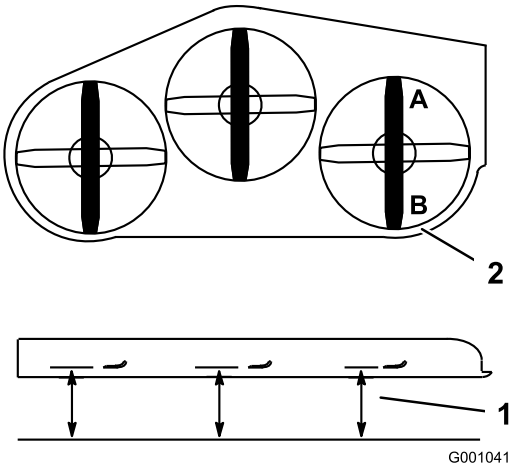

Figur 82
1. Plasser den høyre kniven på langs (Figur 82).
2. Mål den høyre kniven ved **A** fra en plan overflate til kniveggen på knivtuppen (Figur 82).
4. Mål den høyre kniven ved **B** fra en plan overflate til kniveggen på knivtuppene (Figur 82).
6. Kniven skal være 6–10 mm lavere ved plassering**A** enn ved plassering **B** (Figur 82). Dersom defleksjonen ikke er korrekt, gå til følgende trinn.